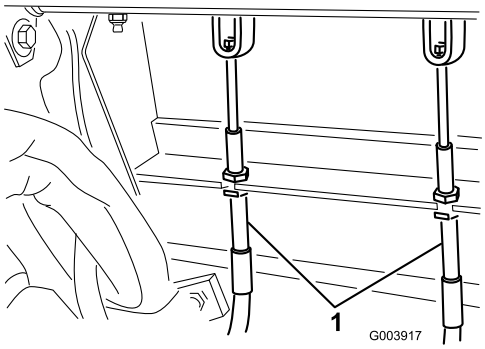

Figur 68
2. Hvis du vil redusere frigangen til bremsepedalene, strammer du bremsene ved å løsne den fremre mutteren på bremsekabelens gjengeende (Figur 68).